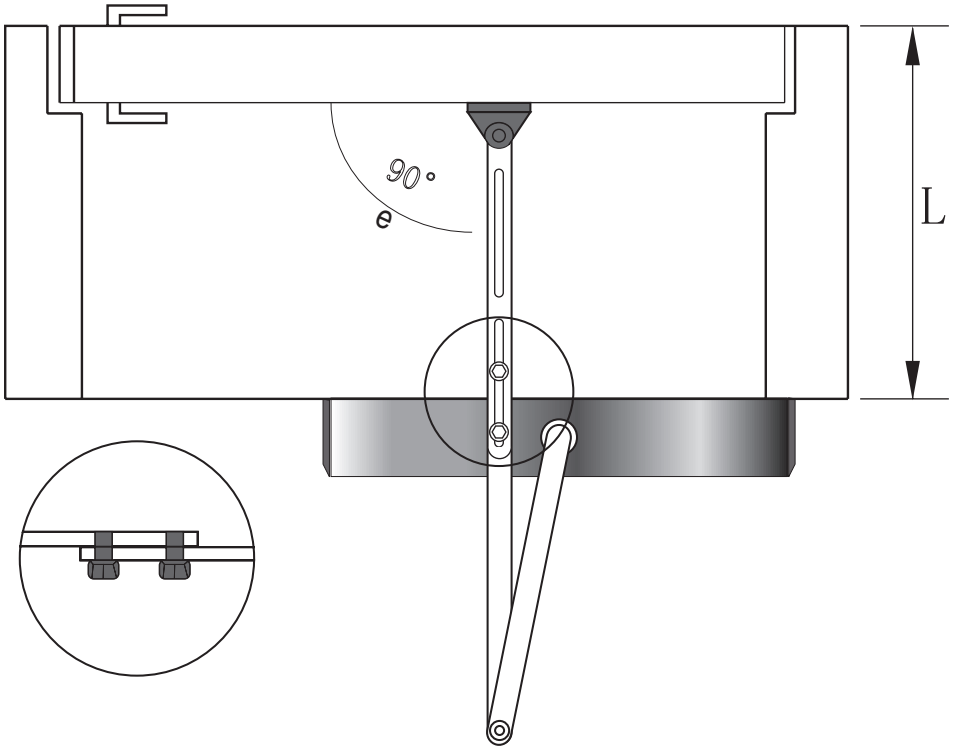

Rys. 10
Ustaw długość ramienia dwiema śrubami odpowiednio do głębokości ościeżnicy (L) (rys. 10).